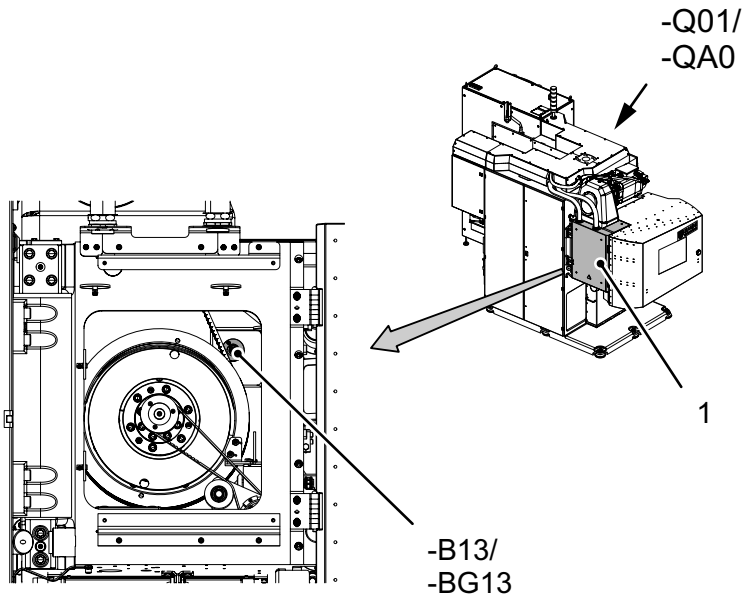

Fig. 2 *(0592_K010HWR.z.00008.00.svg)*
✓ Before the proximity switch *(Fig. 2-B13 / BG13)* can be set, the guards on the cutter head and the knife which activates the actuator must be removed.
2. Switch off the main switch *(Fig. 2-Q01 / QA0)* and padlock it to prevent it from being switched on again.
5. Turn on the main switch *(Fig. 2-Q01 / QA0)*.
18. Turn off the main switch *(Fig. 2-Q01 / QA0)*.